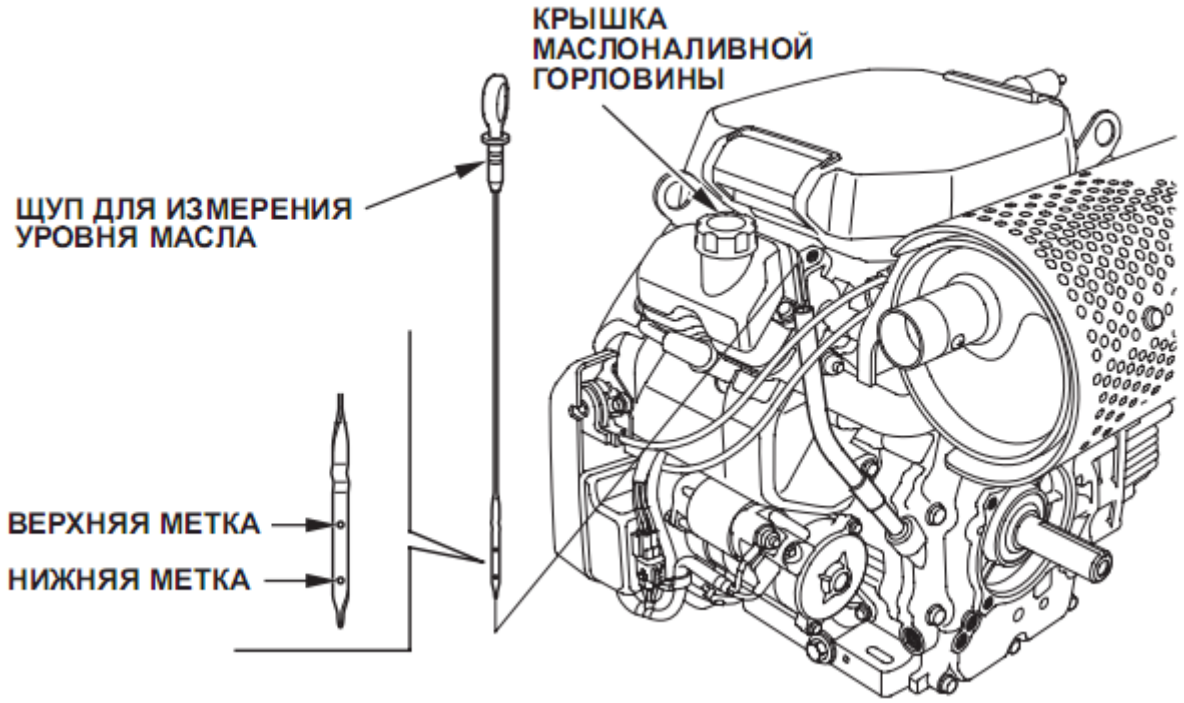

Рис. 2
– Следите за уровнем масла в двигателе. Нормальный уровень — верхний край заливной горловины (см. рис. 2). При проверке уровня масла двигатель должен быть остановлен и должен стоять на ровной поверхности.